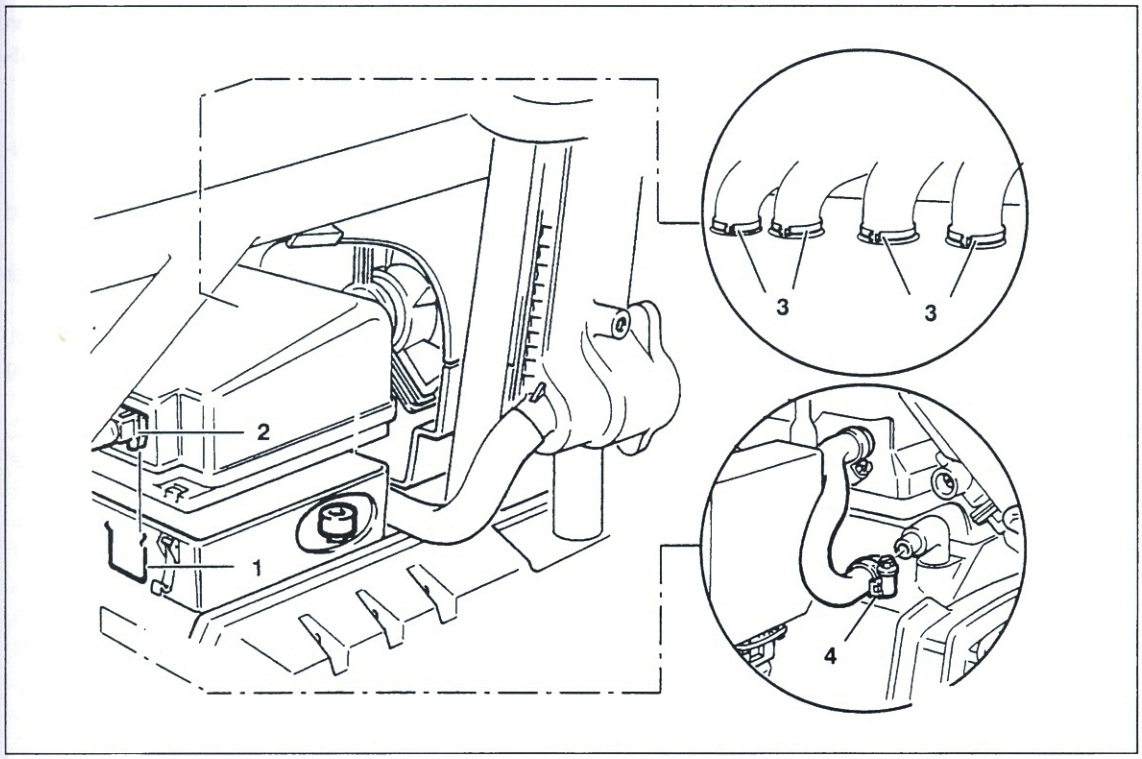
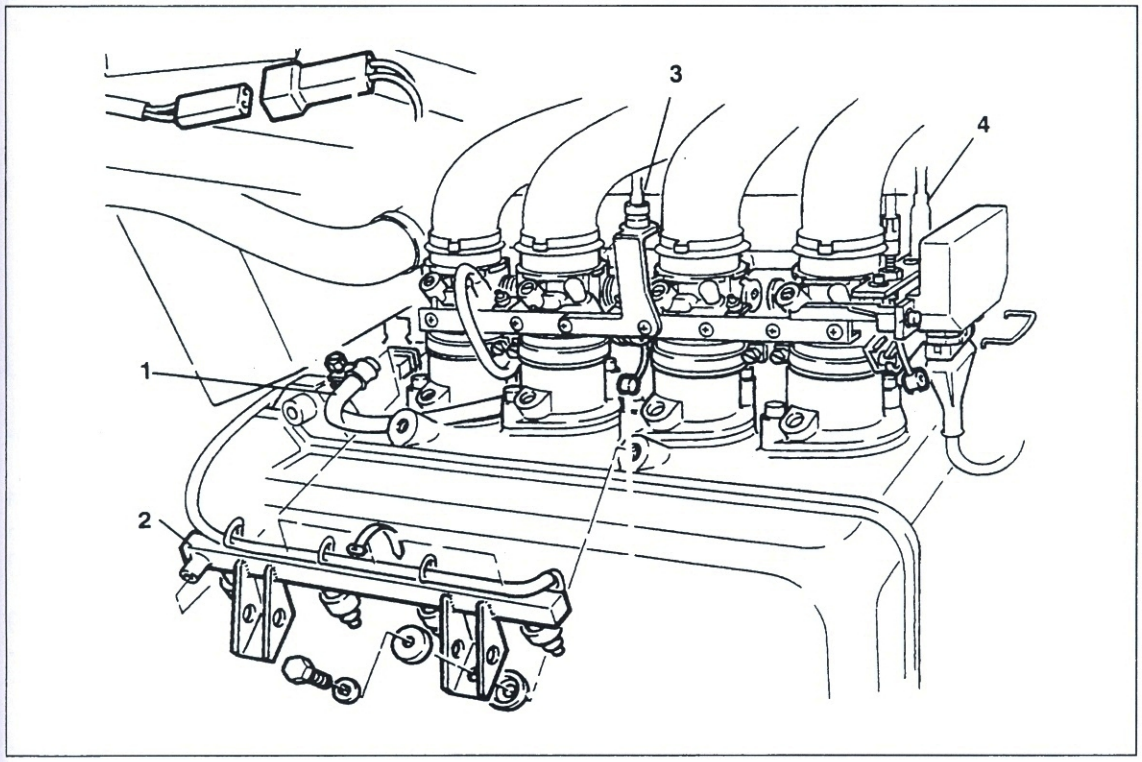

Bild 65
Bild 66
- Drahtsicherung ① Bild 65 herausziehen und Stecker des Luftmengenmessers ② trennen.
- Schlauchschellen ③ zur Drosselklappeneinheit und ④ (Motorgehäuse-Entlüftungsschlauch) lösen.
- Kraftstoffschlauch ① Bild 66 von Einspritzleiste abnehmen.
- Einspritzleiste ② vom Zylinderkopf lösen und mit Einspritzventilen herausziehen.